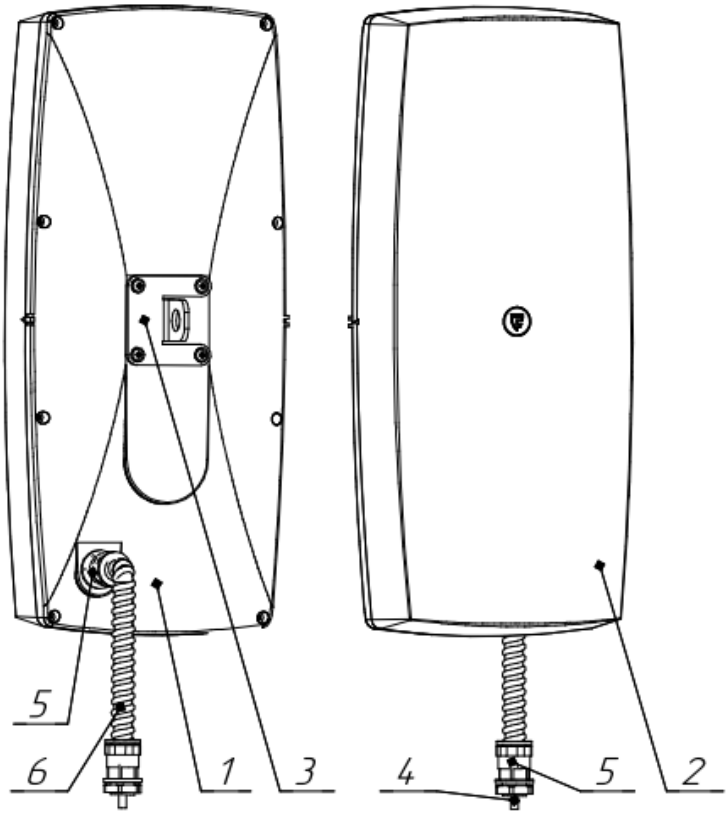

Рисунок 1.4 – Конструкция блока ПРМ-ПРД извещателей «ЗЕБРА-42(5,8)-В», «ЗЕБРА-42(5,8)-В-А»
1.4.2.2 Устройство извещателей «ЗЕБРА-42(5,8)-В», «ЗЕБРА-42(5,8)-В-А» (рисунок 1.4) аналогично устройству извещателя «ЗЕБРА-42(5,8)-Ш».